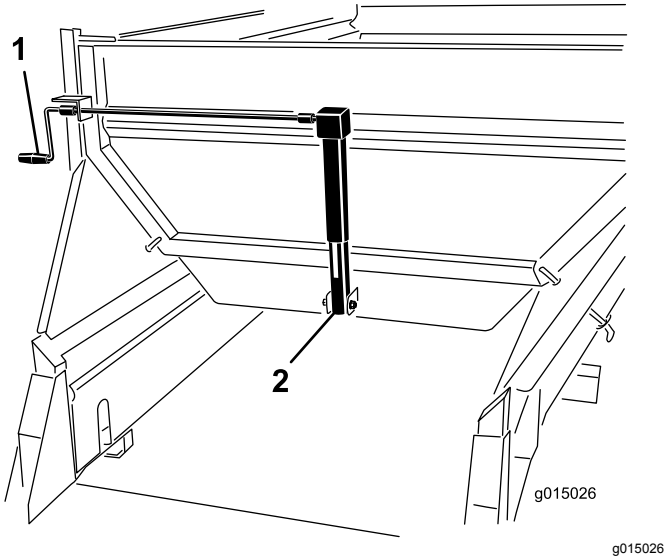

Figur 45
Vrid veven för att justera grinden (Figur 45) tills pilarna riktas in mot mitten av den önskade färgen (gul i detta exempel).
1. Vrid veven för att justera grinden (Figur 45) tills pilarna riktas in mot mitten av den önskade färgen (gul i detta exempel).